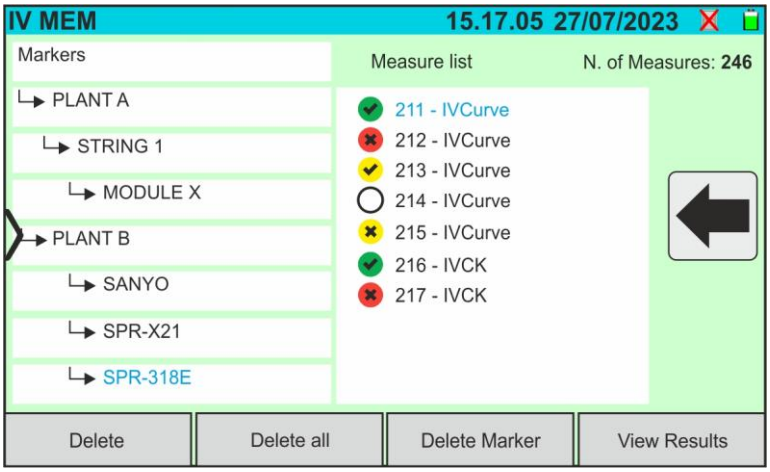

Fig. 71: Displaying results
4. Select a measurement by highlighting it in blue and tap on the "**View Results**" key to display it. In the case of Fig. 71, the following screen is displayed relative to the I-V curve measurement:
1. Tap on the "**Memory**" icon on the main menu to display the data (see Fig. 71)